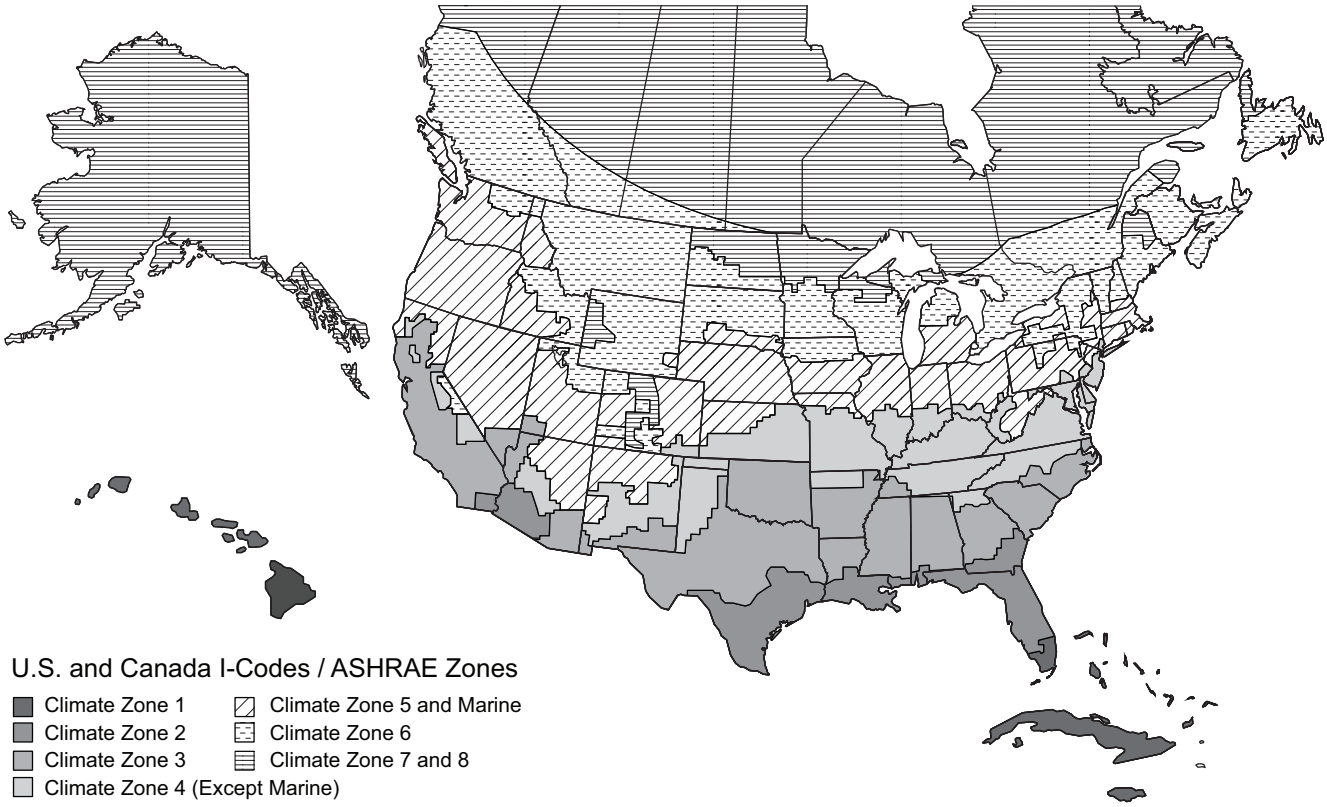

**Fig. 69 — U.S. and Canada Climate Zones**
a. See Fig. 69 for map of U.S. and Canada climate zones.